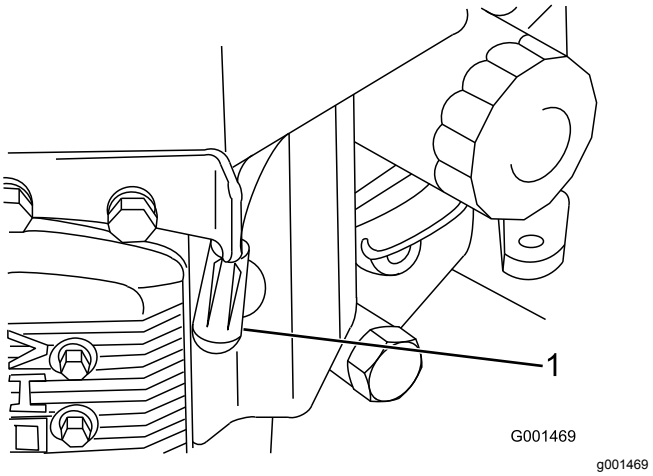

**Figuur 38**
3. Verwijder de bougiekabel van de bougie (Figuur 38).